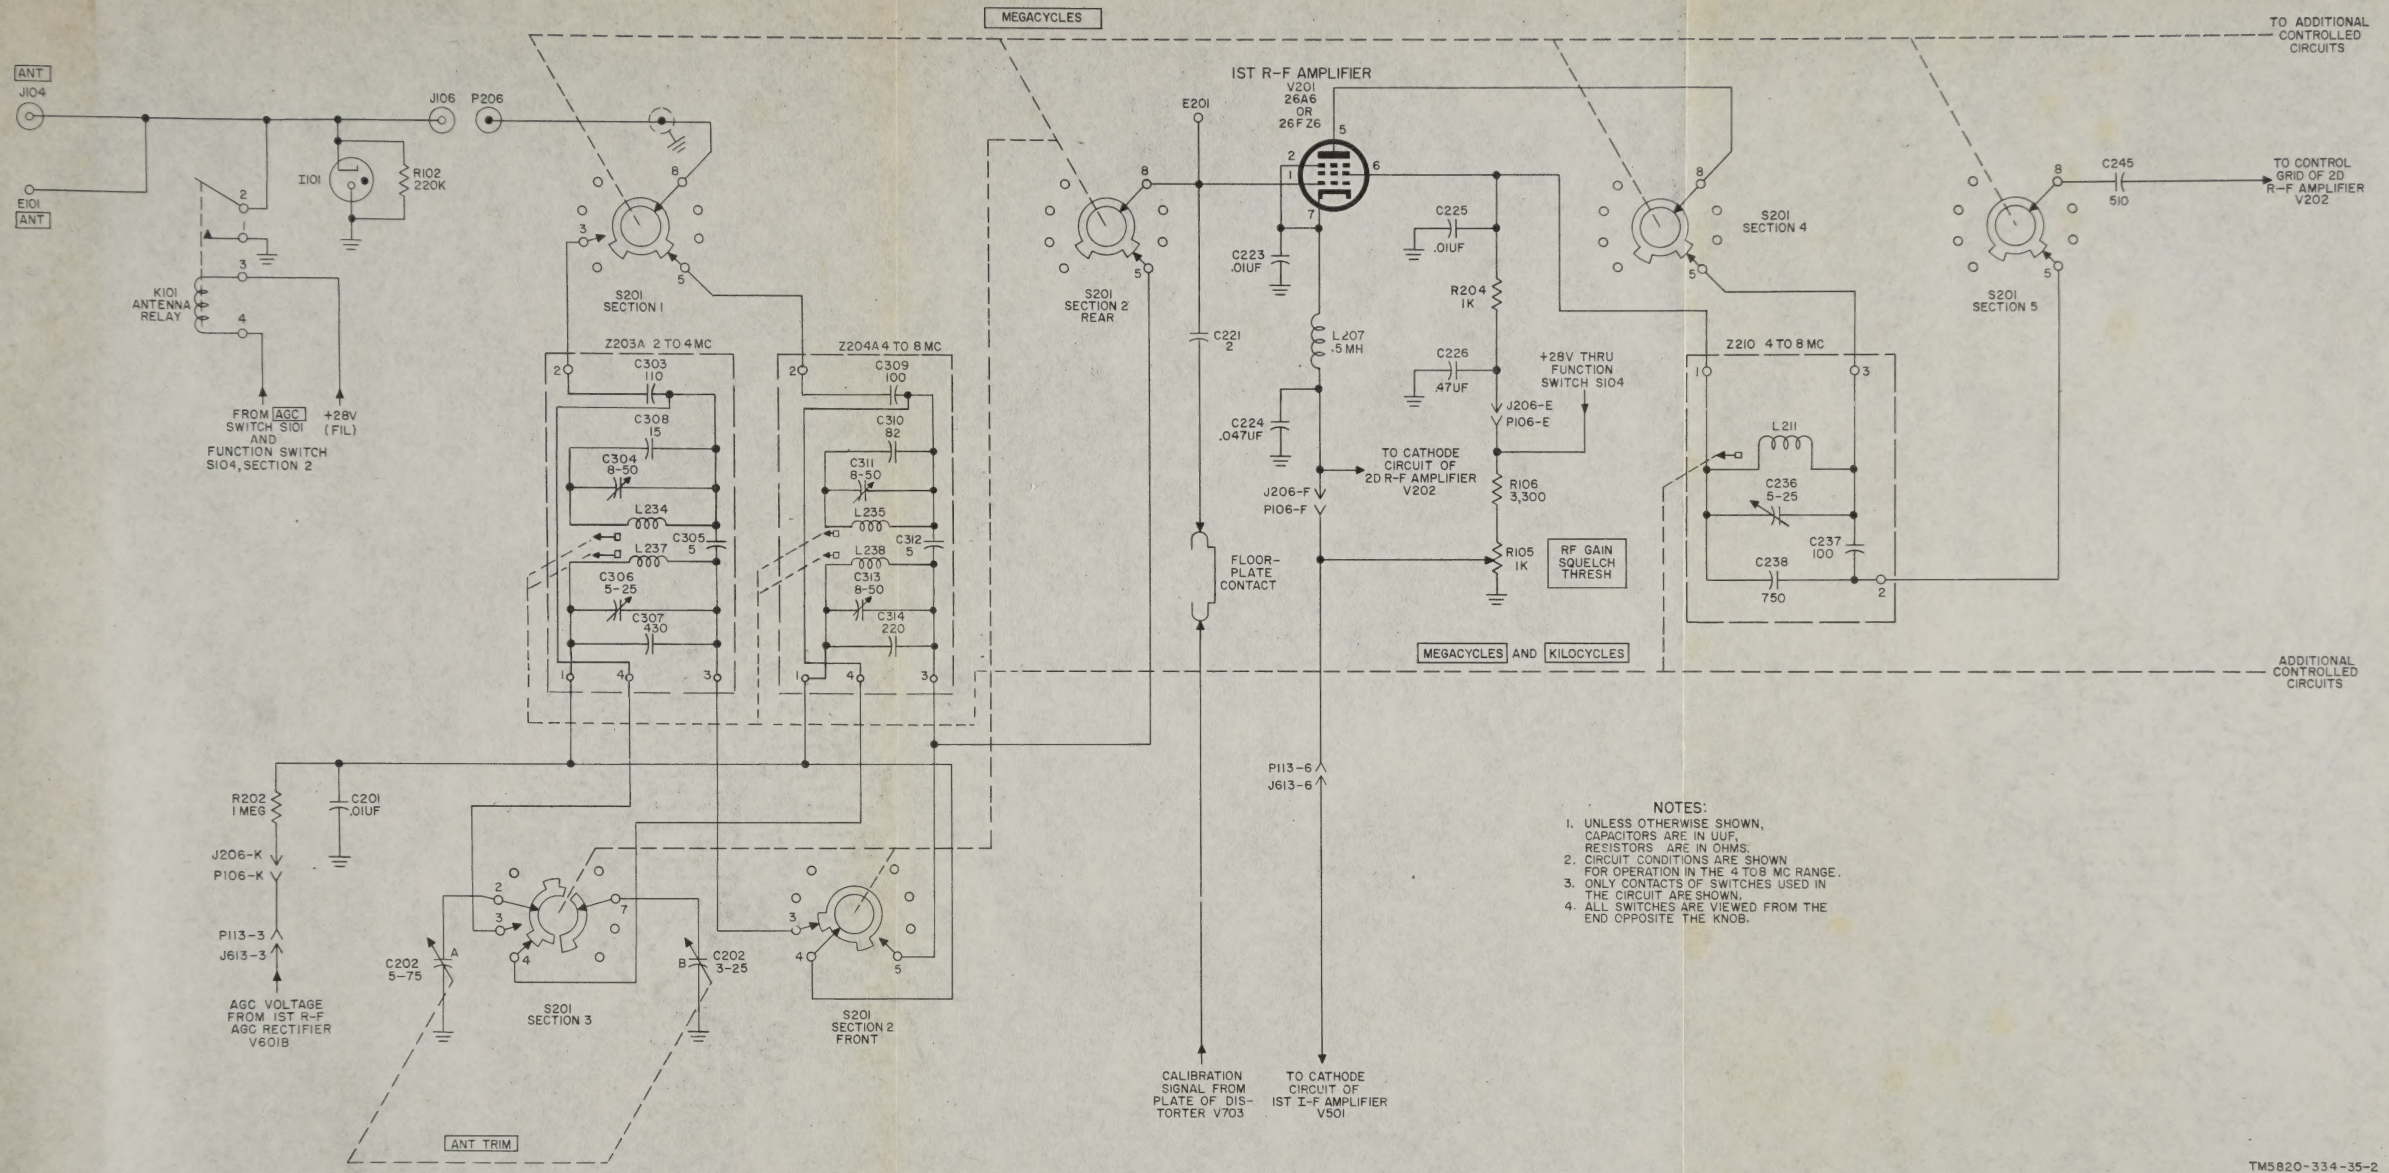

Figure 2. Antenna circuit and first rf amplifier, schematic diagram.
4. Antenna Circuit (fig. 2)
(fig. 2)